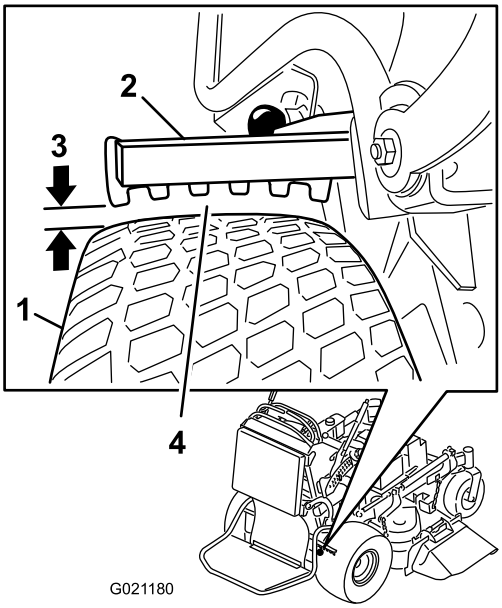

Figur 62
6. Kontroller at avstanden er mellom 3 og 6 mm på siden med minst klaring, som vist i Figur 62. Se Justere bremsene (side 45) når justering er nødvendig.
5. Juster krysshodet (Figur 62).